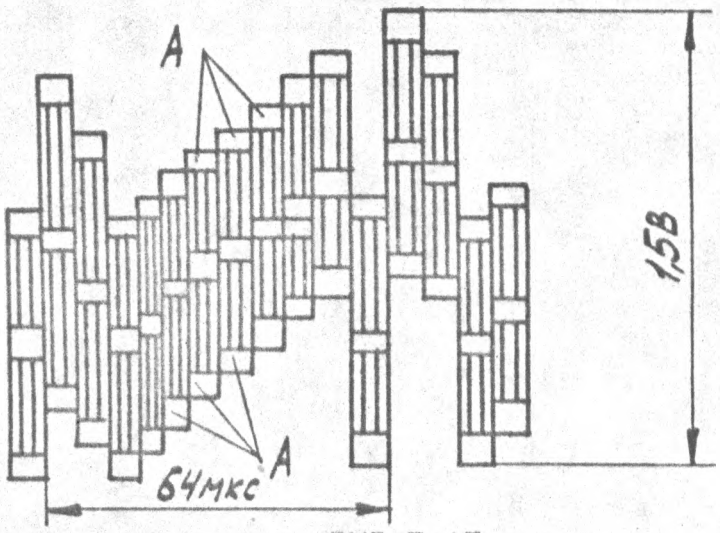

РИС.7.13
7.3.7.4. ПОДКЛЮЧИТЕ ОСЦИЛЛОГРАФ С9-1 К КОНТРОЛЬНОЙ ТОЧКЕ 1Х17 БВЗ А3 И С ПОМОЩЬЮ РЕЗИСТОРА А3-1R99 ОТРЕГУЛИРУЙТЕ СИГНАЛ ТАК,ЧТОБЫ УРОВЕНЬ НЕСУЩЕЙ (ЧАСТИ А) НА КРАЯХ СИГНАЛА БЫЛ МИНИМАЛЬНЫМ, КАК ПОКАЗАНО НА РИС.7.13.